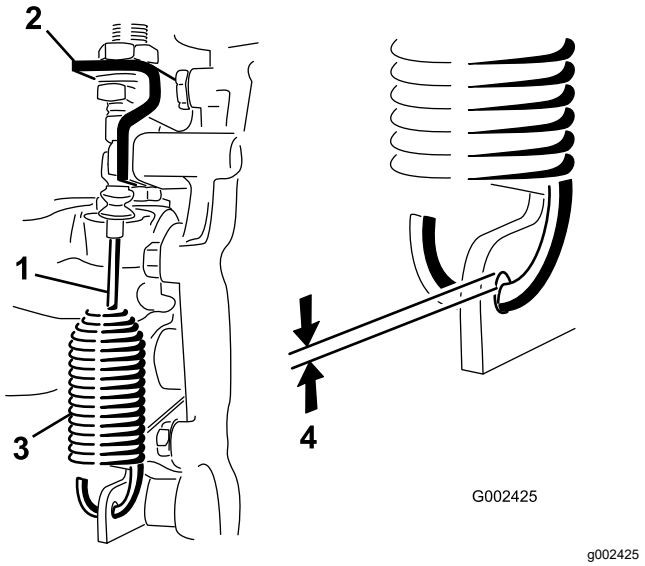

**Figura 50**
2. Afrouxe as contraporcas que prendem o cabo de bloqueio do diferencial ao suporte na transmissão (Figura 50).